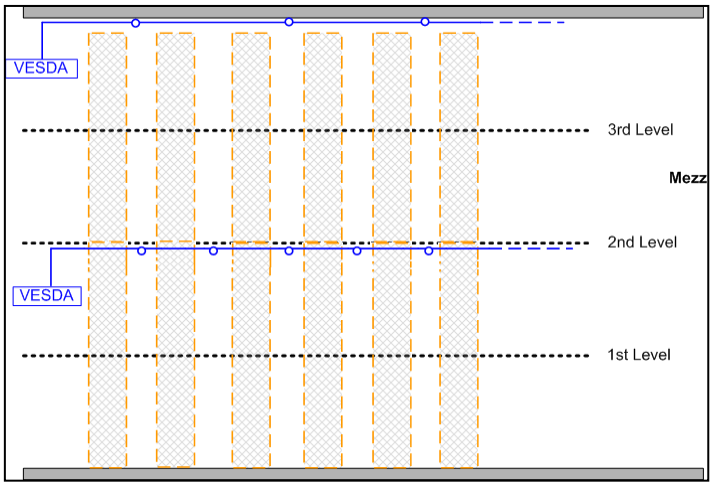

Figure 8: Example of Multi-Level Detection (Ceiling and Intermediate Level)
4. Multi-Level Detection – applies to Warehouses comprising high bay storage racks and utilizes more than one VESDA system for ceiling and intermediate level protection (Figure 8).
This design option requires on ceiling and multiple intermediate level VESDA systems (Figure 8).